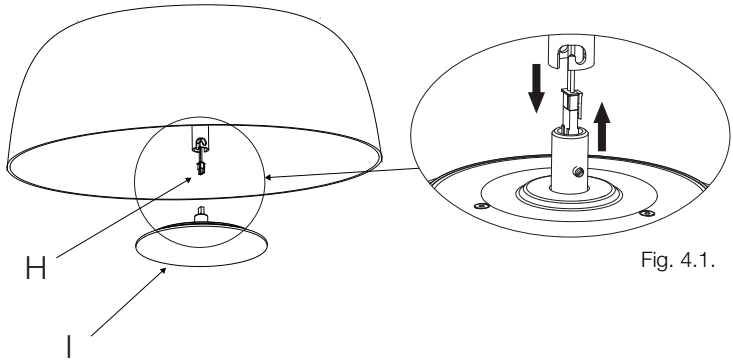
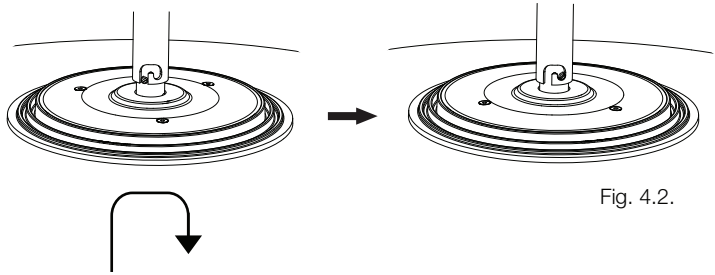

Fig. 4.1.
Fig. 4.2.
4. Clipar el conector del grupo eléctrico (H) con el conector del plato de leds (I) como se muestra en la Fig. 4.1. y fijar el plato de leds realizando un giro de bayoneta como se muestra en la Fig.4.2.
4. Clip the connector on the regulator box (H) to the connector on the LED plate (I) as shown in Fig. 4.1, and secure the LED plate by twisting it as shown in Fig. 4.2.
4. Fixez le connecteur du groupe électrique (H) au connecteur de la plaque à LED (I) comme indiqué à la Fig. 4.1. et fixez la plaque à LED avec une rotation à baïonnette comme indiqué à la Fig.4.2.
4. Klemmen Sie den Steckverbinder der Reglerbox (H) mit dem Steckverbinder der LED-Platte (I) wie in Abb. 4.1 gezeigt ein und befestigen Sie die LED-Platte durch eine Bajonettdrehung, wie in Abb. 4.2 gezeigt.